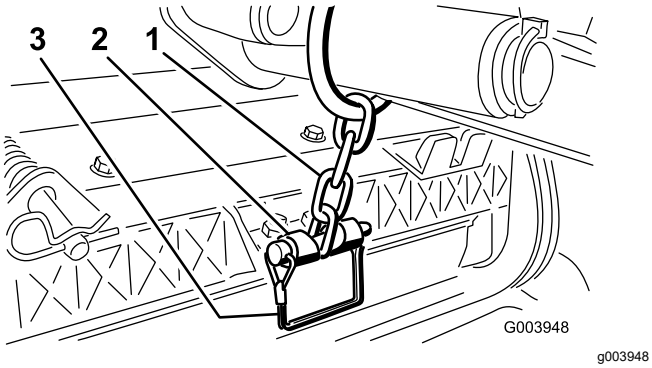

**Figur 19**
14. Fest løftearmkjedet til kjedebraketten med låsestiften (Figur 19).